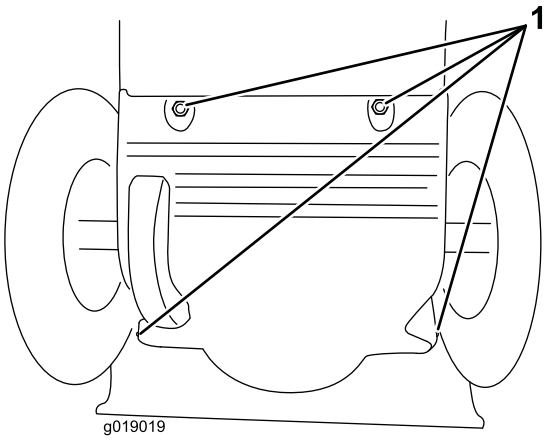

Rysunek 43
3. Zdejmij pokrywę tylną (Rysunek 43).